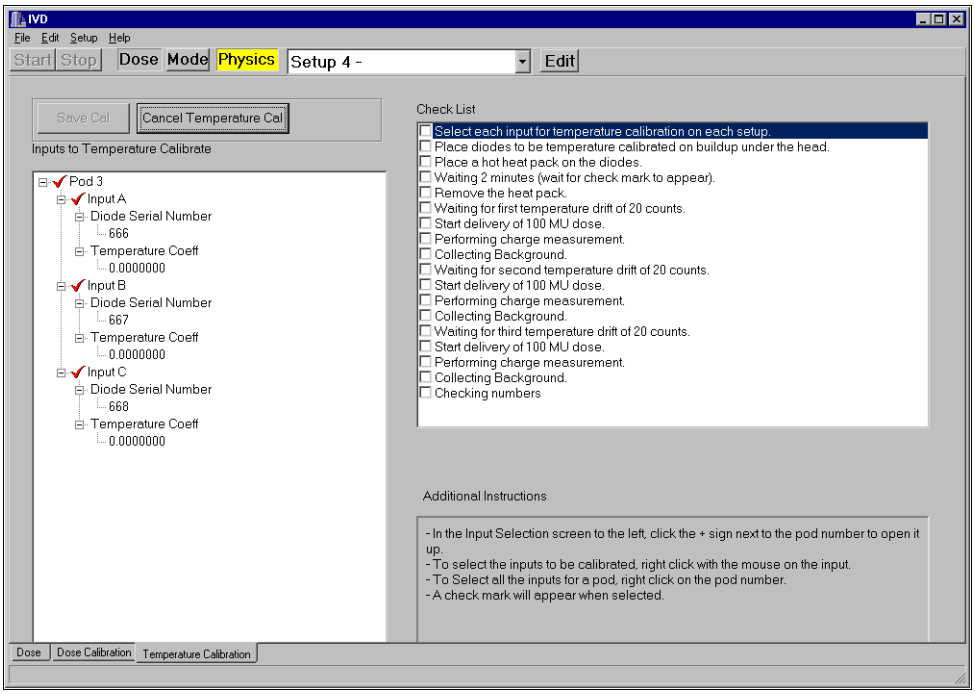

Figure 4-24. Temperature calibration view
5. Now follow the on-screen "Check List" (Figure 4-24).